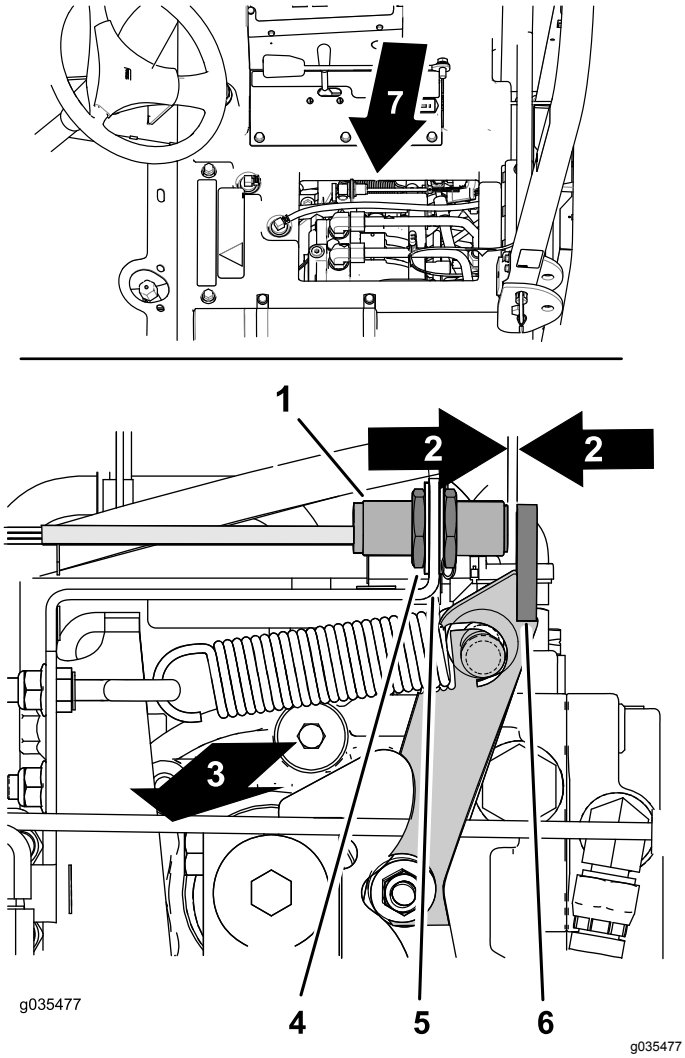

Figuur 68
A. Zoek de nabijheidssensor rechts bovenaan bij de hydraulische pomp (Figuur 68).
B. Controleer of de beugel van de nabijheidssensor niet verbogen is en dat de het lampje aan de achterzijde van de sensor oplicht (Figuur 68).
1. Zoek de nabijheidssensor rechts bovenaan bij de hydraulische pomp (Figuur 68).
2. Maak de contramoeren aan beide kanten van de sensorbeugel los (Figuur 68).
3. Stel de contramoeren af totdat er een tussenruimte is van 2,5-3,6 mm tussen het uiteinde van de nabijheidssensor en de flens van de arm voor neutraalstand (Figuur 68).
4. Draai de contramoeren vast (Figuur 68).